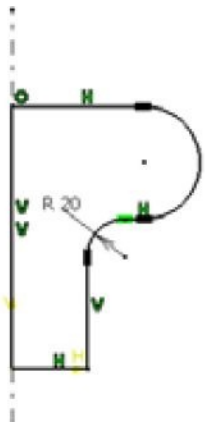

Figure 4-54 *Sketch drawn using the* ***Axis*** *and* ***Profile*** *tools*
b. Apply the required geometrical and dimensional constraints, refer to Figures 4-54 through 4-56.
5. Using the **Profile** tool, draw the required sketch, as shown in Figure 4-54. Use the **Tangent Arc** option and **R** the edit box of the **Sketch tools** toolbar to create the radial shape.